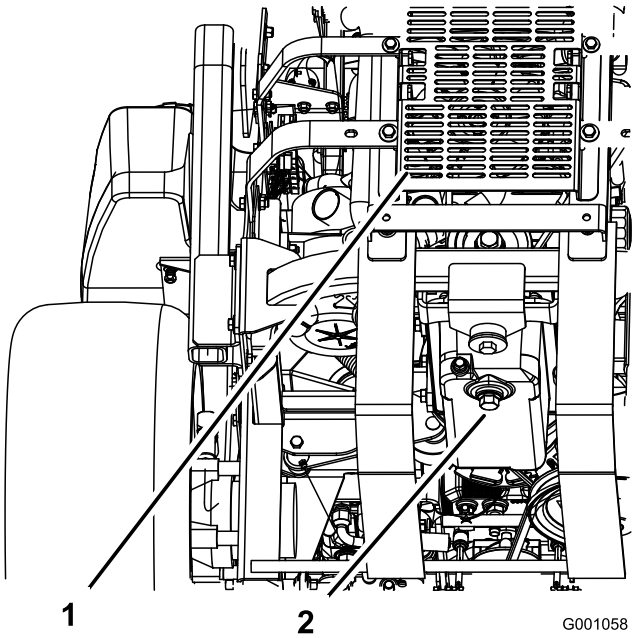

Figur 36
5. Placer en bakke under olieaftapningsproppen. Afmonter aftapningsproppen, og lad al olien løbe ud (Figur 36).